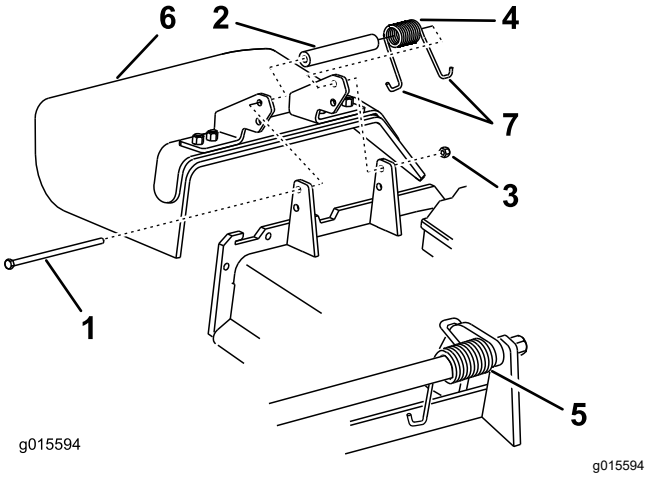

Figur 86
1. Fjern låsemøtrikken, bolten, fjederen og afstandsbøsningen, som fastholder græsdeflektoren til akselbeslagene (Figur 86).
2. Fjern den beskadigede eller slidte græsdeflektor (Figur 86).
Bemærk: Sørg for, at fjederens ene **J**-formede ende sidder bag skjoldets kant, før bolten monteres som vist i Figur 86.
6. Placer en af fjederens **J**-formede ender omkring græsdeflektoren (Figur 86).